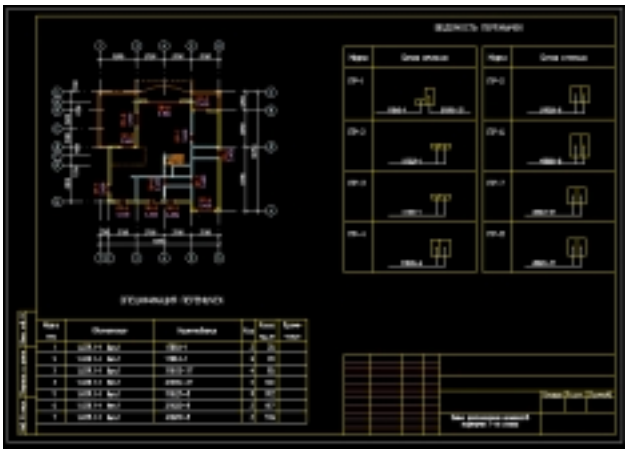

Рис. 7
- раскладывать перемычки, используя автоматически получаемую информацию о проеме (сделанном в "МАЭСТРО"), толщине стены, уровне низа перемычек (рис. 7);